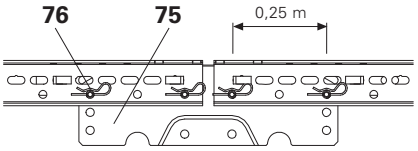

Rys. D2.02
Łącznik uniwersalny UK 70 (75) montuje się za pomocą czterech sworzni pasowanych, zabezpieczonych zawleczkami. (Rys. D2.02)